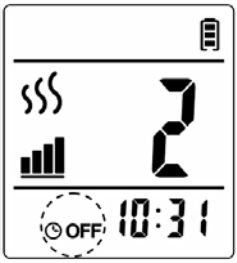

Abb. 4-4
4. Drücken Sie zur Bestätigung noch einmal die Taste **TIMER OFF**. Die Einstellung des Timers ist abgeschlossen, und auf dem Display wird wieder die aktuelle Uhrzeit mit dem Symbol für den ausgeschalteten Timer angezeigt (siehe Abb. 4-4).